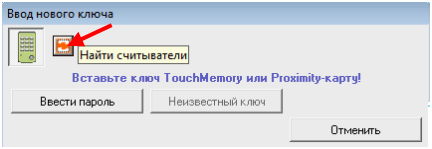

Рис.3 Окно «Ввод нового ключа»
3. Правой кнопкой мыши кликните по блоку «Ключи», выберите в контекстном меню «Добавить». Откроется окно «Ввод нового ключа» (рис.3). Если значок считывателя неактивен , то нажмите кнопку «Найти считыватели».
3. Правой кнопкой мыши кликните по блоку «Ключи», выберите в контекстном меню «Добавить». Откроется окно «Ввод нового ключа» (рис.3). Если значок считывателя неактивен , то нажмите кнопку «Найти считыватели» (рис.3).